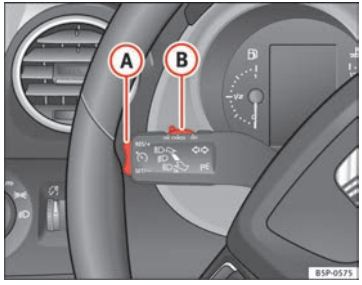

Fig. 156 Turn signal and main beam headlight lever: switch and rocker switch for the cruise control
- when the lever (B) is moved to the position **CANCEL** without reaching the **OFF** position. Once the **CANCEL** operation is completed, the lever is released and returns to its initial position.
To resume cruise control, release the brake or clutch pedal or reduce the vehicle speed to less than 180 km/h (112 mph) and press once on the upper part of the rocker switch **RES/+** ⇒ Fig. 156 (A). ■
The system **is completely turned off** by moving the control (B) ⇒ Fig. 156 all the way to the right hand side (OFF engaged), or when the vehicle is stationary, switching off the ignition.